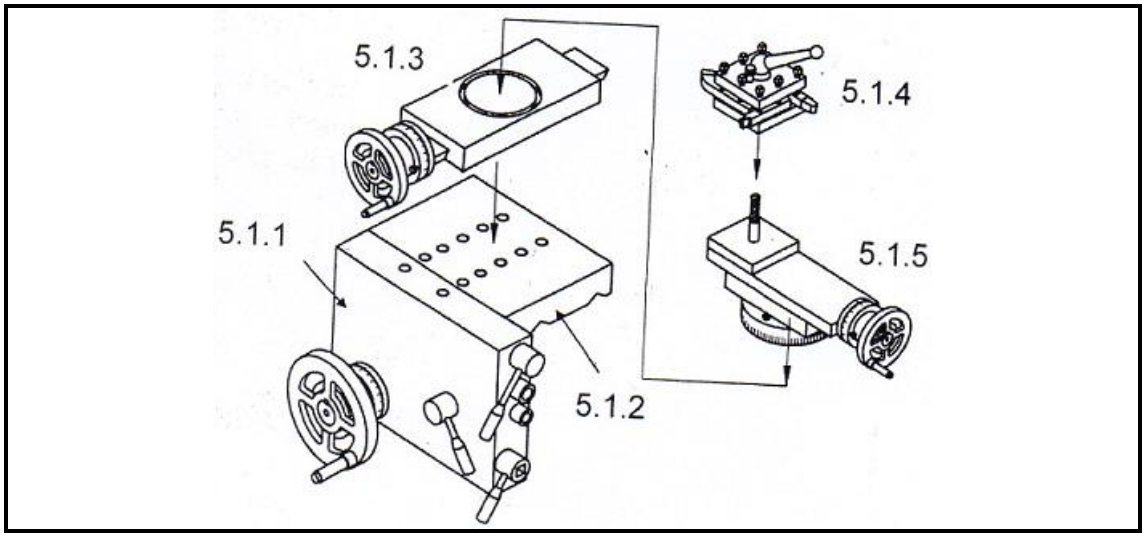

FIGURE 4
5.1 A carriage is the assembly of various parts of a centre lathe that can be traversed along the lathe bed. FIGURE 4 shows some of these components.
Label the components in FIGURE 4 by writing only the answer next to the question number (5.1.1–5.1.5) in the ANSWER BOOK. (5 × 1) (5)